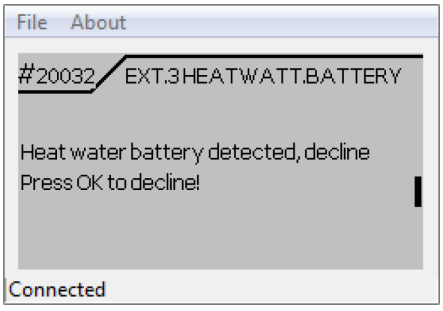

Fig. 12: Message (example)
2. Use the selector on the hand-held control unit to select the Extension menu; confirm your selection by pressing OK. Now use the selector to navigate to the accessory to be deactivated, see Fig. 12.